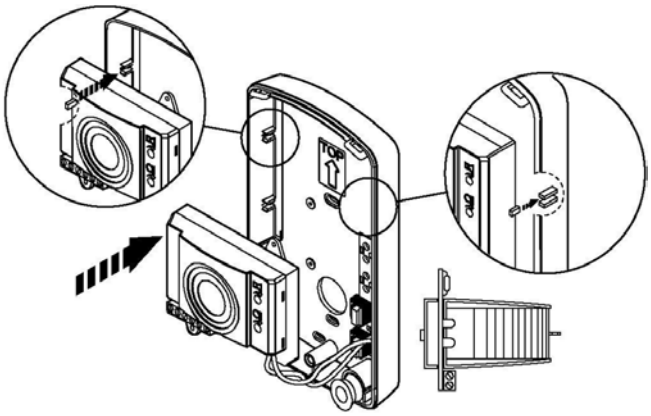

rys. 24
2) Wyjąć z zaczepów moduł rozmówny (**rys. 24**),